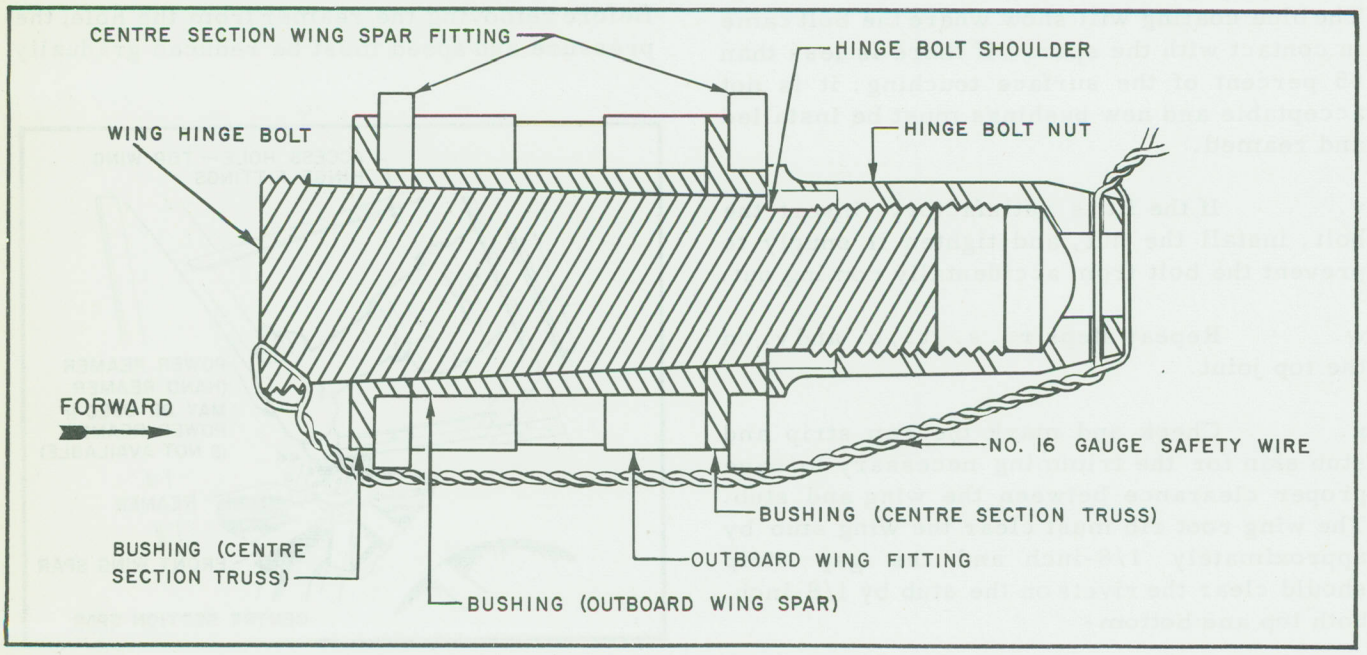

Figure 2-22 Cross Section Of Wing Mounting
(1) When a wing is to be installed on an aircraft other than the one it was originally on, it will be necessary to replace the bushings in both the centre section truss and the main wing spar. Fit wing as follows:
a. In the centre section truss, the bushings are a press-fit and can be driven out. Do not remove the 1/8-inch pin in the fittings. Replace the old bushings with new bushings (Beech Part 184214) (see Figure 2-22). These bushings are to be pressed in securely.
b. The bushings in the wing spar are also a press-fit and can be driven out. Replace the old bushings with new ones (Beech Part 181417) (see Figure 2-22). After the new bushings are pressed in, relocate the pins used to prevent the bushings from turning while the reaming operations are being performed. This can be done by drilling the No. 31 (.120) hole in a new location and driving the pin in. The pins are 1/2-inch long and are made from 1/8-inch diameter steel rod.
h. Install the rear spar bolt, tighten, and safety. Install nuts on the main spar bolts. Tighten them securely and safety (Figure 2-22, and 2-13).